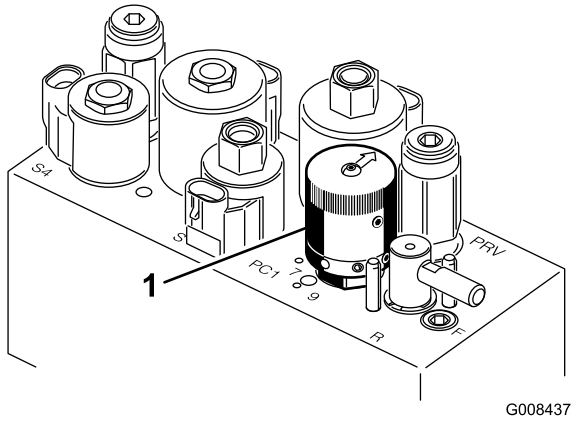

Figur 30
4. Knivcylindrenes hastighed indstilles ved at dreje grebet (Figur 30), indtil indikatorpilene står ud for det tal, der angiver den ønskede indstilling.